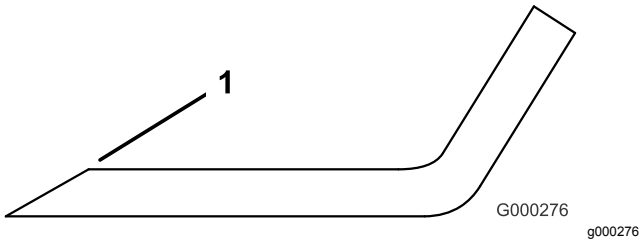

**Figur 111**
3. Undersøg alle knivenes skær. Slib skærene, hvis de er sløve eller hakkede. Slib kun toppen af skæret, og bevar den oprindelige klippevinkel for at sikre, at skærekniven er skarp (Figur 111). Skærekniven bevarer balancen, hvis der fjernes samme mængde metal på begge skær.